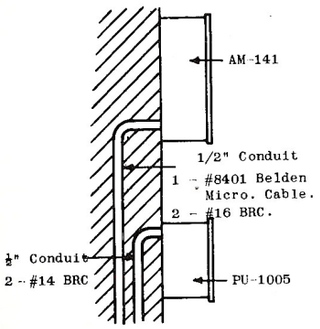

FIGURE 6.
4. AM-141 VOLUME CONTROL AMPLIFIER - Figure 6 shows the concealed conduit installation, wiring and connection methods. Refer to Figures 9, 10 or 11 for concealed conduit connections to the sound mechanism.
5. SUPER SIMPLEX PEDESTALS - Figure 9 shows concealed conduit installation and wiring. The 3/8" flexible conduits from the sound mechanism to the pedestal should be about two feet long, depending upon the projection angle, and should have a sufficient loop to prevent oil from running into the outlet box in the pedestal. The switch cover plate on this box should be replaced by a flat plate built by the customer per Figure 9A. The Belden Cable between the sound mechanism and the pedestal outlet box should be covered with 5/16" I.D. Oil Proof Cambric Tubing (supplied by the customer). Refer to Figure 3 or Figure 6 for the conduit connections to the AM-101 Volume Control Amplifier or AM-141 Volume Control Amplifier and PU-1005 Power Unit.
6. TYPE "L" SIMPLEX PEDESTAL - Figure 10 shows the concealed conduit installation and wiring. A 4" outlet box should be mounted on the T-slot on the pedestal, and the 3/8" flexible conduits from the sound mechanism and the concealed conduits from the front wall terminated therein. The 3/8" flexible conduits should be approximately 18" long, depending upon the projection angle, and should have a sufficient loop to prevent oil from entering the outlet box. The Belden Cable between the sound mechanism and outlet box should be covered with 5/16" I.D. Oil Proof Varnished Cambric Tubing (supplied by the customer). Refer to Figure 3 or Figure 6 for the conduit connections to the AM-101 Volume Control Amplifier or AM-141 Volume Control Amplifier and PU-1005 Power Unit.
7. TYPE "R" AND "M" PEDESTALS - Figure 11 shows the concealed conduit installation and wiring. The conduits from the front wall should terminate in a 4" outlet box to which the 3/8" flexible conduits from the sound mechanism should also connect. These flexible conduits should be 18" to 24" long, depending on the angle of projection, and should have a sufficient loop to prevent oil from entering the outlet box. The Belden Cable between the sound mechanism and outlet box should be covered with 5/16" I.D. Oil Proof Varnished Cambric Tubing (supplied by the customer). Refer to Figure 3 or Figure 6 for the conduit connections to the AM-101 Volume Control Amplifier or AM-141 Volume Control Amplifier and PU-1005 Power Unit.